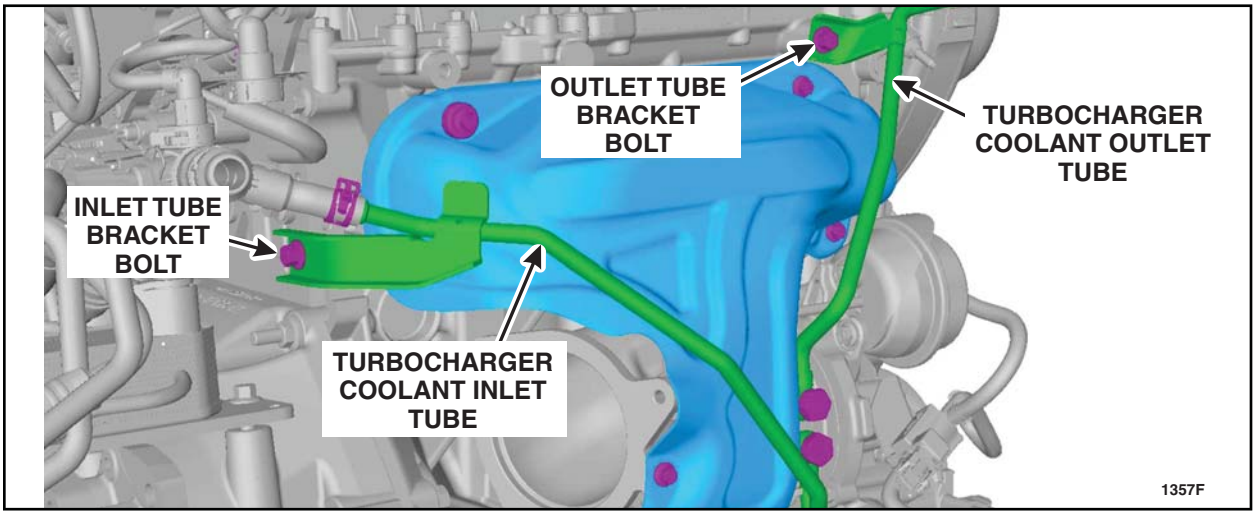

FIGURE C2
3. Remove the turbocharger coolant inlet and outlet tube bracket bolts. See Figure C2.
17. Loosely install the coolant inlet tube bracket bolt. See Figure C2.
21. Tighten the coolant inlet tube bracket bolt to 23 Nm (17 lb-ft). See Figure C2.